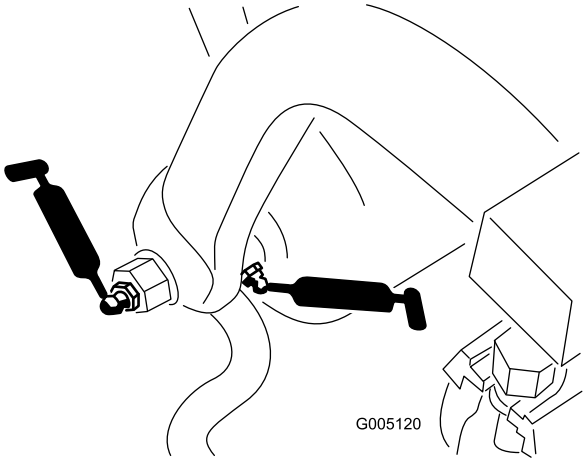

Figur 28
- Trekkrammeakslene og -valsene (12) (Figur 28)